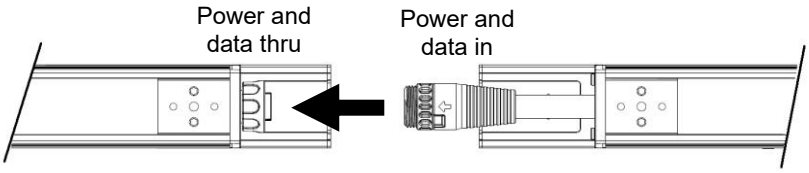

***Figure 5. Interconnecting fixtures***
- directly, hybrid input cable tail to hybrid throughput connector (see Figure 5) or
2. See Figure 5. Connect one fixture's throughput connector to the next fixture's input connector, either directly or with hybrid extension cables from Martin.